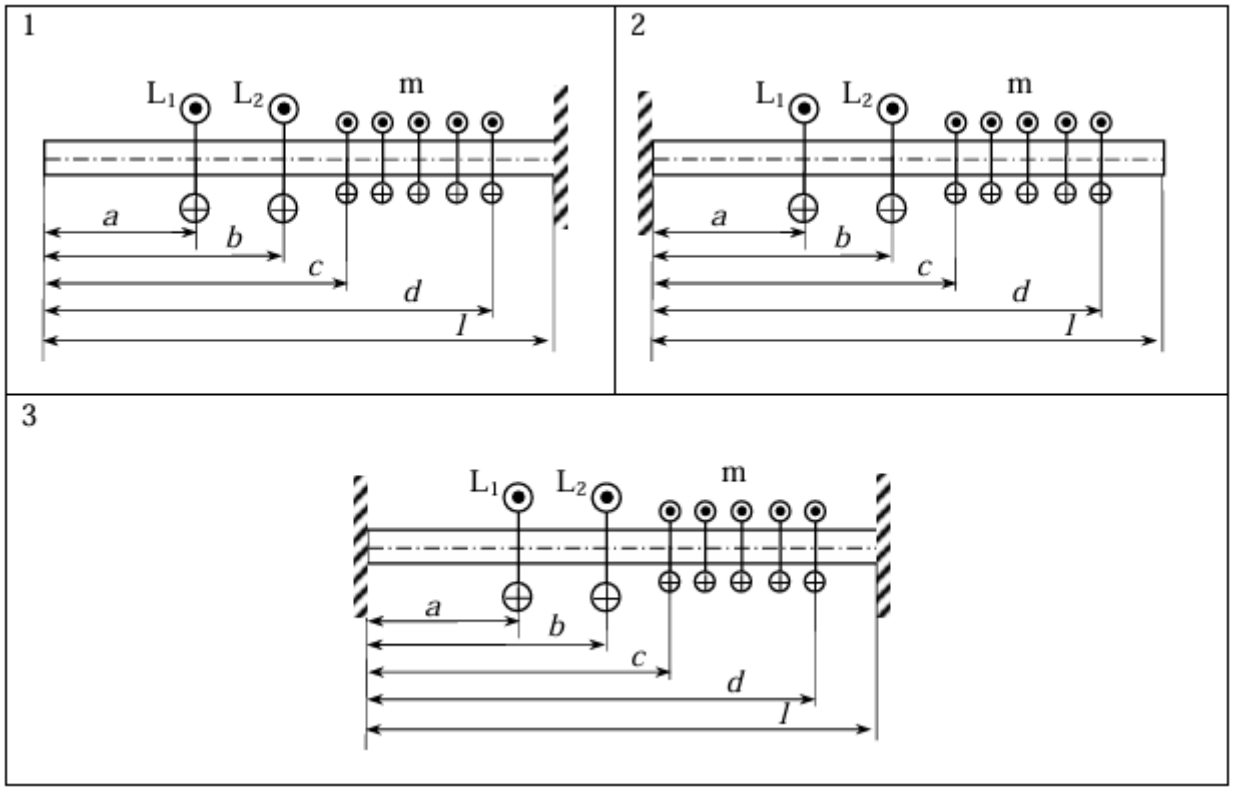

Рисунок 2 – Кручение
– в задаче на кручение (рис. 2) подобрать размер кольцевого поперечного сечения при условии соотношения наружного и внутреннего диаметров 2:1.